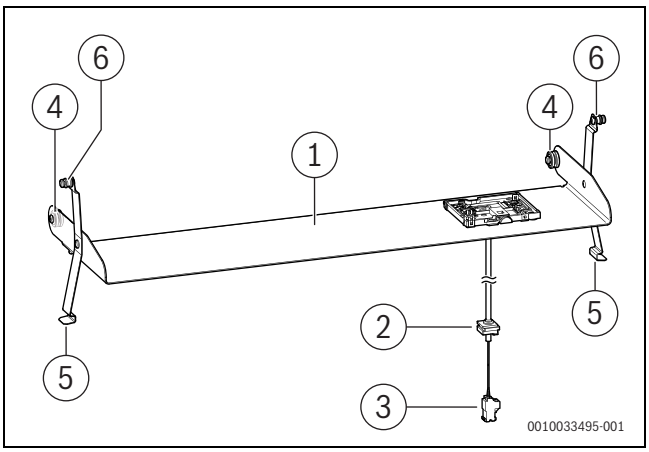

Rys. 115 Osprzęt CS 36
W celu zamontowania modułu obsługowego CW 400 w urządzeniu konieczny jest montaż gniazda wsuwanego (osprzęt dodatkowy CS 36) (→ rys. 115, [1]).
- Rolki (→ rys. 115, [4]) gniazda wsuwanego zawiesić w elementach bocznych obudowy zasobnika.
- Za pomocą sprężyn metalowych (→ rys. 115, [5]) zamocować w pozycji poziomej.
- Zaczepy (→ rys. 115, [6]) po obu stronach gniazda wsuwanego zawiesić w przedniej części obudowy zasobnika i zabezpieczyć.